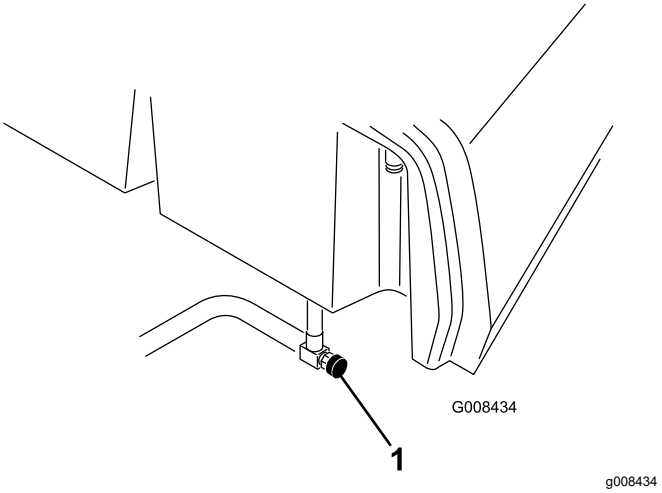

Figuur 35
1. Sluit de brandstofafsluitklep (Figuur 35) onder de brandstoftank.